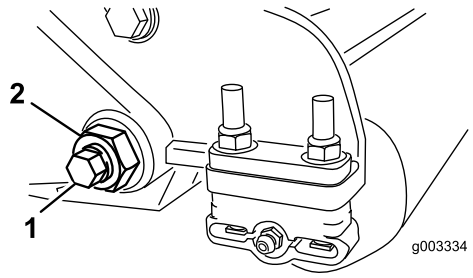
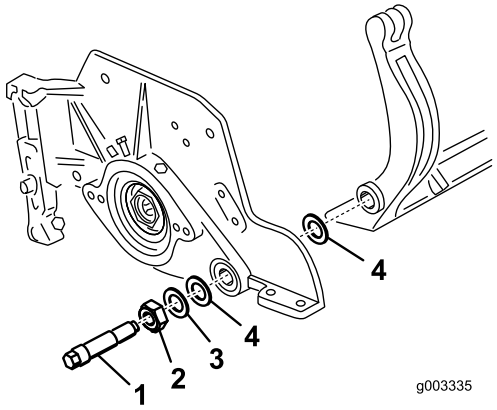

Figur 27
Figur 28
3. Løsne låsemutteren som fester motstangsbolten på begge sider av maskinen (Figur 27).
4. Fjern begge motstangsboltene slik at motstangen kan dras nedover og fjernes fra maskinen (Figur 27). Husk å ta de to skivene av nylon og den ene skiven av stanset stål på hver side av motstangen med i beregningen (Figur 28).
2. Fest motstangen på hver sideplaten ved hjelp av motstangsboltene (mutrene på boltene) og seks skiver. Plasser en nylonskive på hver side av sideplatens nav. Plasser en stålskive på utsiden av hver nylonskive (Figur 28). Stram motstangsboltene til et moment på 37–45 Nm. Stram til låsemutterene til den ytre stålskiven slutter å rotere og det ikke finnes dødgang, men ikke stram til for mye eller trykk ned sideplatene. Skivene på innsiden kan ha et mellomrom.